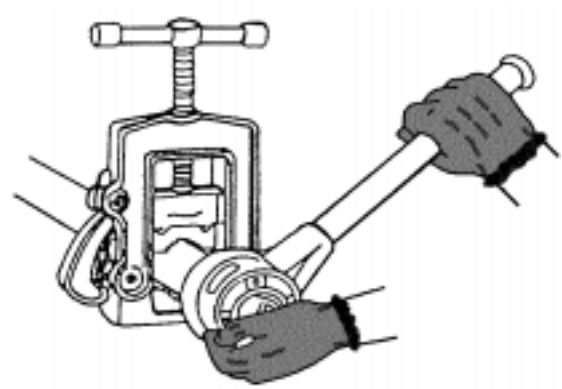

Figure 6-29. Threading Pipe
Step 2. Slide the diestock over the end of the pipe with the guide on the inside. Push the die against the pipe with one hand *(Figure 6-29)*.